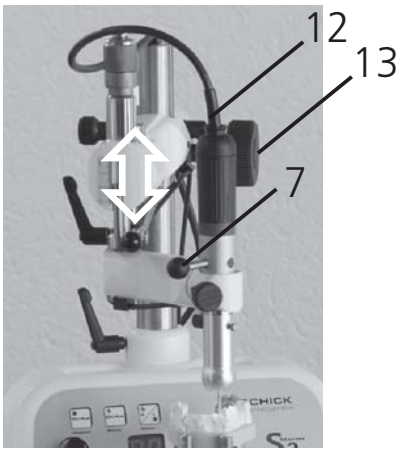

fig. 2
Il nottolino della pinza di serraggio (7) (fig.2) che si trova sul mandrino del fresatore deve risultare orientata verso sinistra quando la pinza di serraggio è chiusa; fissare la vite zigrinata (14).